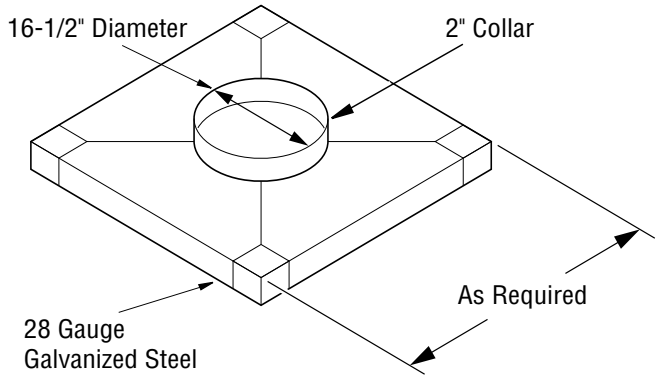

Figure 22 - Constructing Chase Top Flashing
3. Fabricate a flashing having a 16-1/2" diameter hole centered over chimney end with a 2" collar around hole *(see **Figure 22**).* Attach noncombustible spacers at each corner and place flashing over chase.